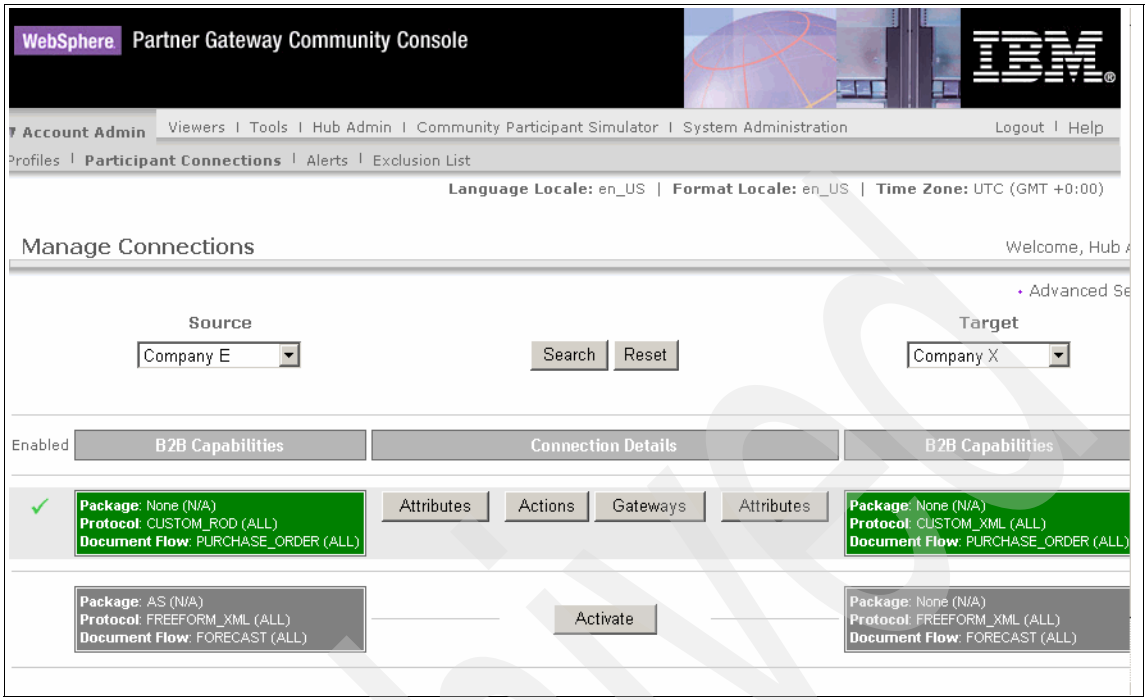

Figure 15-79 Active participant connections between Company E and Company X.
4. Click **Activate**, against the participant connection highlighted in Figure 15-78. This results in Figure 15-79 on page 535.